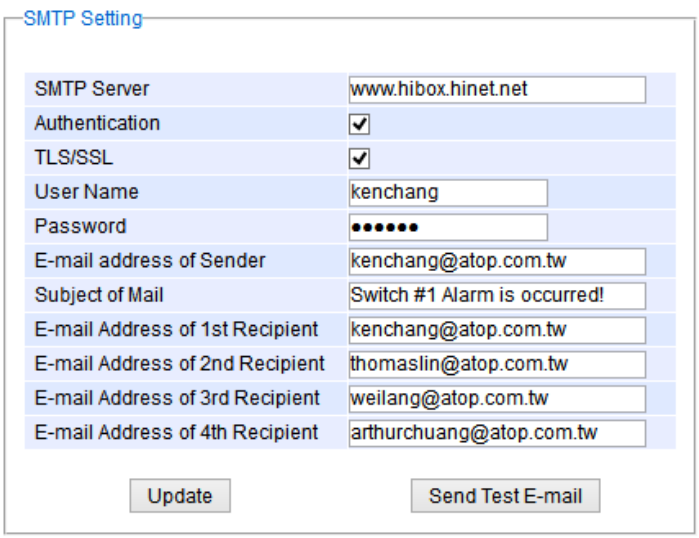

Figure 2.49 Example of SMTP Setting
An example of SMTP Setting is shown in Figure 2.49. After entering all the necessary fields, please click on the Update button to allow the setting to take effect. Note that the users can try to send a Test E-mail according the SMTP setting on this webpage by clicking on the **Send Test E-mail** button. The description of each SMTP Setting parameter is summarized in Table 2.30.
3. Open the TFTP Server (such as tftpd64) as shown in Figure 2.49 and set the Current Directory to C:\ or any directory of your choice.